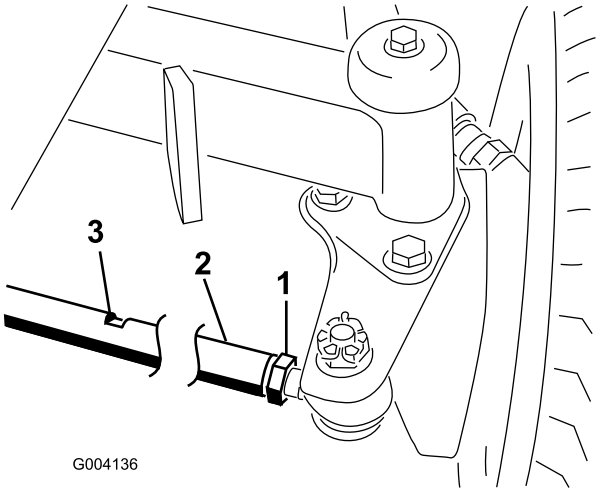

Figur 59
2. Løsn kontramøtrikken for hver ende af forbindelsesstangen (Figur 59).